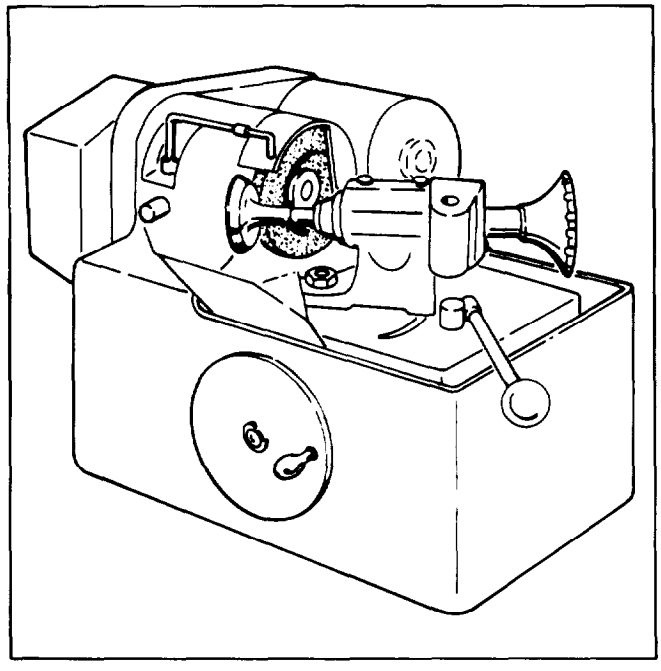

Figure 5-28. Valve Grinding Machine
a. A valve grinding device similar to that shown in ~~Figure 5-28~~ will be required to reface the valves at the proper angle according to the specifications of ~~Table 5.~~